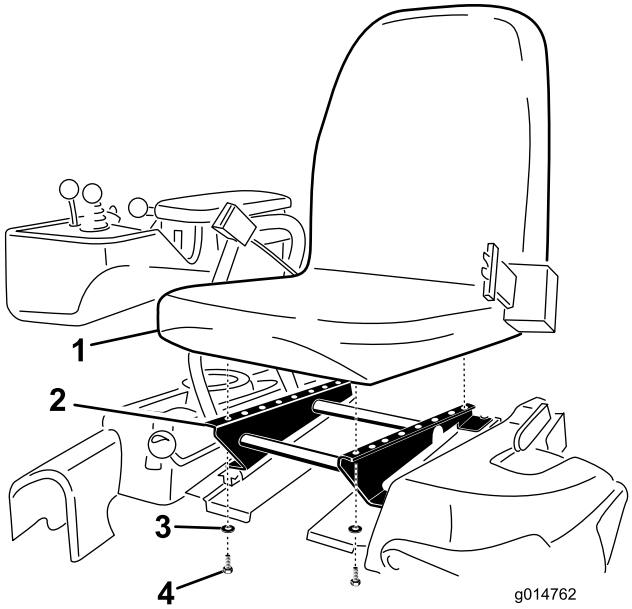

Figur 4
3. Fastgør sædet på sædesoklen med de fire bolte og spændeskiver, der blev fjernet tidligere (Figur 4).